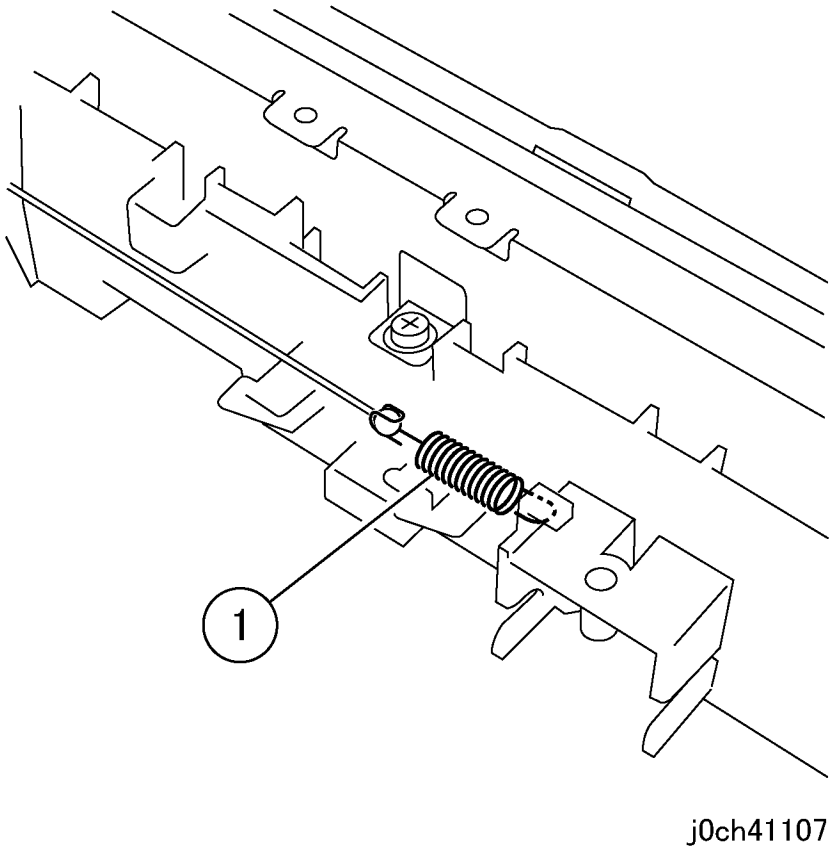

Рисунок 5 Снятие пружины (j0ch41107)
6. Снимите пружину слева впереди (рисунок 5).